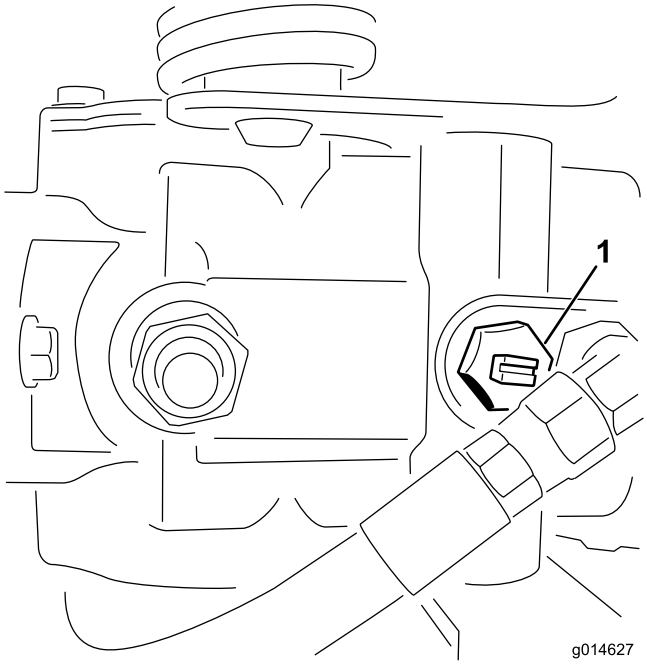

Figur 40
1. Finn omløpsventilen på pumpen, og vri den slik at åpningen står vertikalt (Figur 40).
2. Før du starter motoren, må du stenge omløpsventilen ved å vri den slik at åpningen står horisontalt (Figur 40). Ikke start motoren når ventilen er åpen.